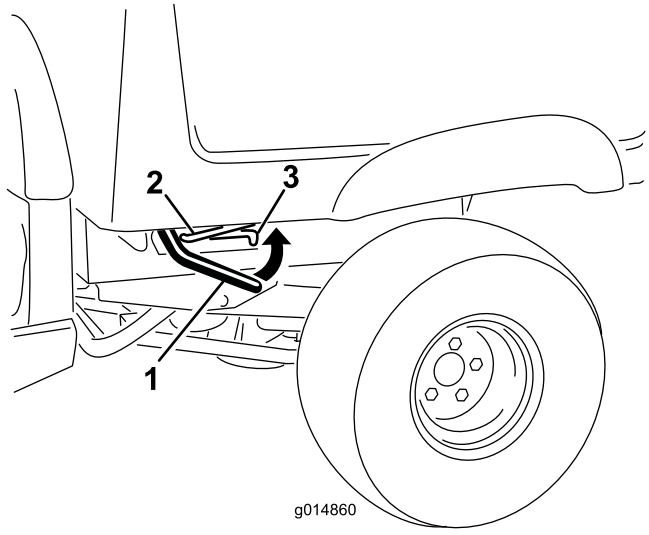

Figuur 10
1. Til de grendelhandgrepen aan beide kanten vooraan de laadbak op, en breng de bak omhoog (Figuur 10).
2. Maak de laadbak vast door de steunstang in de achterste pal aan het einde van de opening in het linkerframe van de machine te zetten (Figuur 10).
1. Til de laadbak licht omhoog door de grendelhandgreep omhoog te brengen (Figuur 10).
2. Neem de steunstang uit de palopening (Figuur 10).
3. Laat de bak neer tot hij stevig vergrendeld is (Figuur 10).